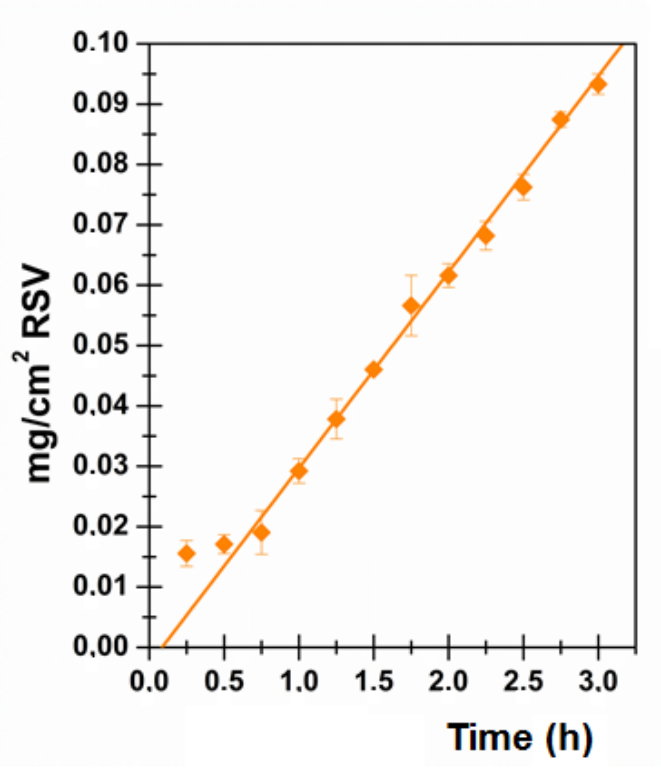

Figure S6. RSV permeation profile in presence of Lysine as CPE (RSV:LYS=5:1): amount of RSV permeated per unit area as a function of incubation time.
- **Figure S6:** RSV permeation profile in presence of Lysine as CPE (RSV:LYS=5:1): amount of RSV permeated per unit area as a function of incubation time